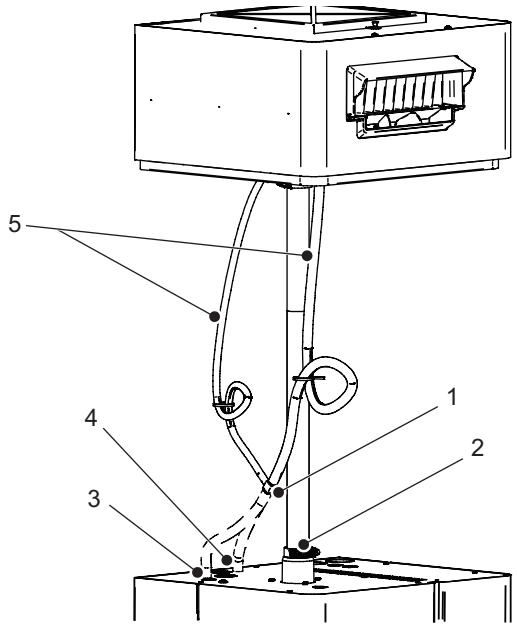

Figure 12 : Raccordements de la conduite sur l'humidificateur
a. Former un purgeur de 200 à 250 mm de diamètre et raccorder les conduites de condensat sortant de l'unité de ventilation vers l'un des raccords de vidange suivants. Consulter la *Figure 12*. Vérifier que les purgeurs sont situés au moins à 300 mm sous l'orifice de sortie du condensat, sur l'unité de ventilation.